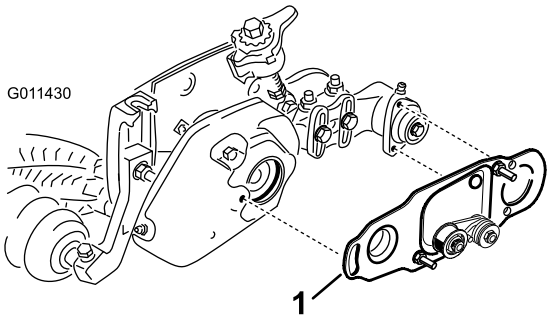

Figura 46
5. Se è installata una spazzola rotante, assicuratevi che la piastra della spazzola (Figura 46) sia parallela alla piastra laterale dell'apparato di taglio e sia completamente inserita nei gommini in gomma.